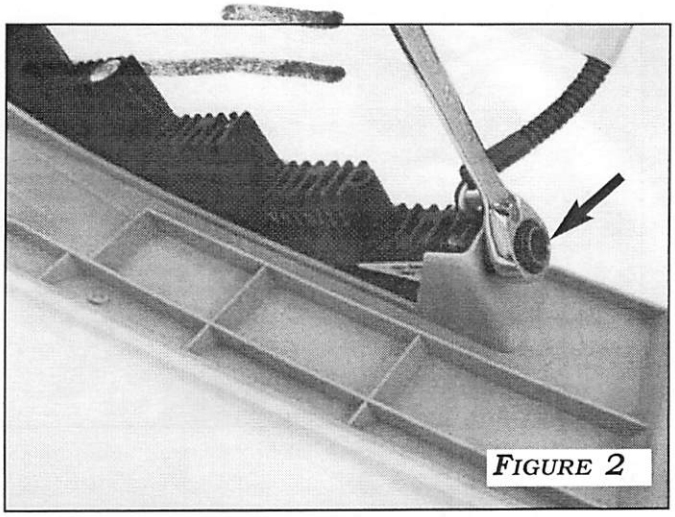

Figure 2
2. Use a 10mm wrench to assemble the DRL led lights to the panels with the hardware provided in kit. **Figure 2**